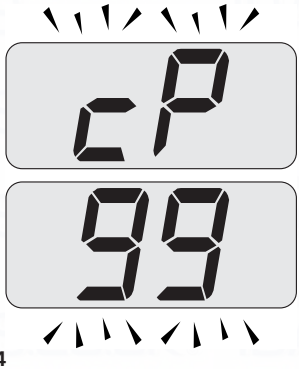

Fig. 9.14
- Press key 13 to vary the output in chimney sweep mode: when the LCD display displays the letters **CP** that alternate with the heating water temperature value (e.g.**99**), the "chimney sweep function" is at maximum (eventually range rated) output in heating mode (Fig. 9.14);